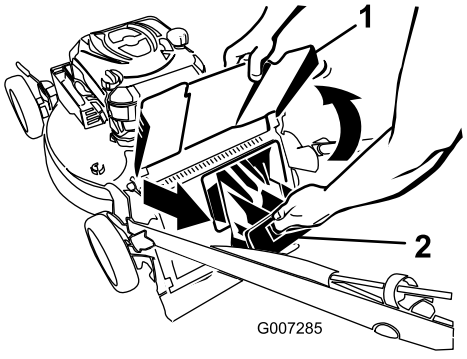

Figur 20
2. Hæv, og hold udkastdeflektoren oppe (Figur 20).
3. Træk bagudblæsningsdækslet af (Figur 20).
1. Hæv, og hold udkastdeflektoren oppe (Figur 20).
2. Træk bagudblæsningsdækslet af (Figur 20).